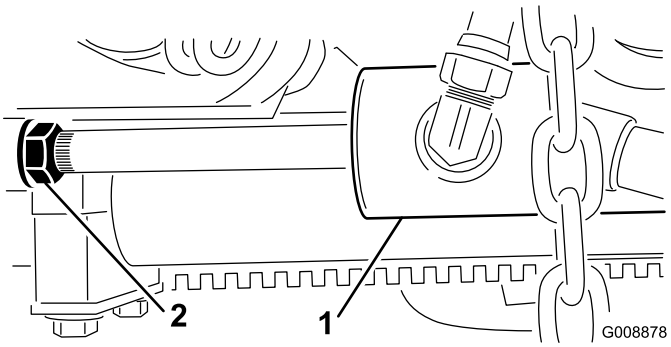

Figur 12
B. Skru låsemutteren på sylinderen tilbake (Figur 12).